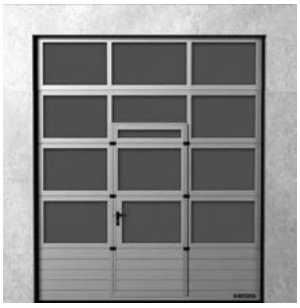
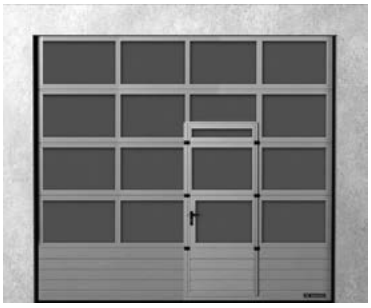

Рис. 22. Проходная дверь в воротах серии MakroPro Alu – разделение ширины на нечётное количество остеклений – вид с наружной стороны.
Рис. 23. Проходная дверь в воротах серии MakroPro Alu – разделение ширины на чётное количество остеклений – вид с наружной стороны.
- Проходные двери устанавливаются по центру или передвинуты по отношению к ширине центра ворот (см.: Рис. 22 и Рис. 23).Расположение двери зависит от разделения на вертикальную количество полей с шириной (см. стр. 31, 35).